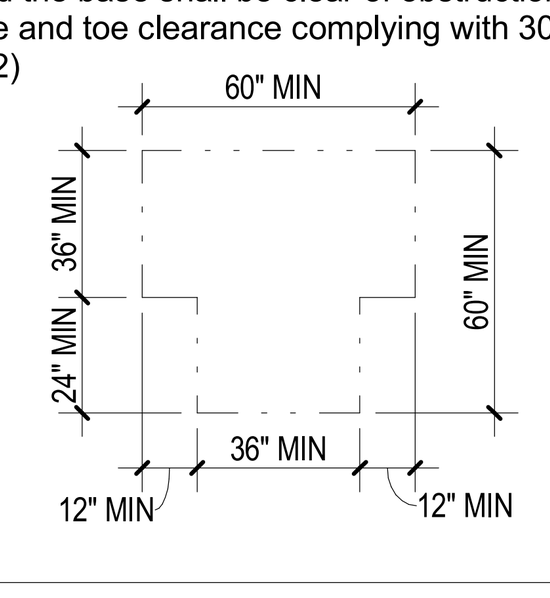

Figure 304.3.2 T-shaped turning space
D. The T-shaped turning space shall be a T-shaped space within a 60" square minimum with arms and base 36" wide minimum. Each arm of the T shall be clear of obstructions 12" minimum in each direction and the base shall be clear of obstructions 24" minimum. The space shall be permitted to include knee and toe clearance complying with 306 only at the end of either the base or one arm. (Fig. 304.3.2)